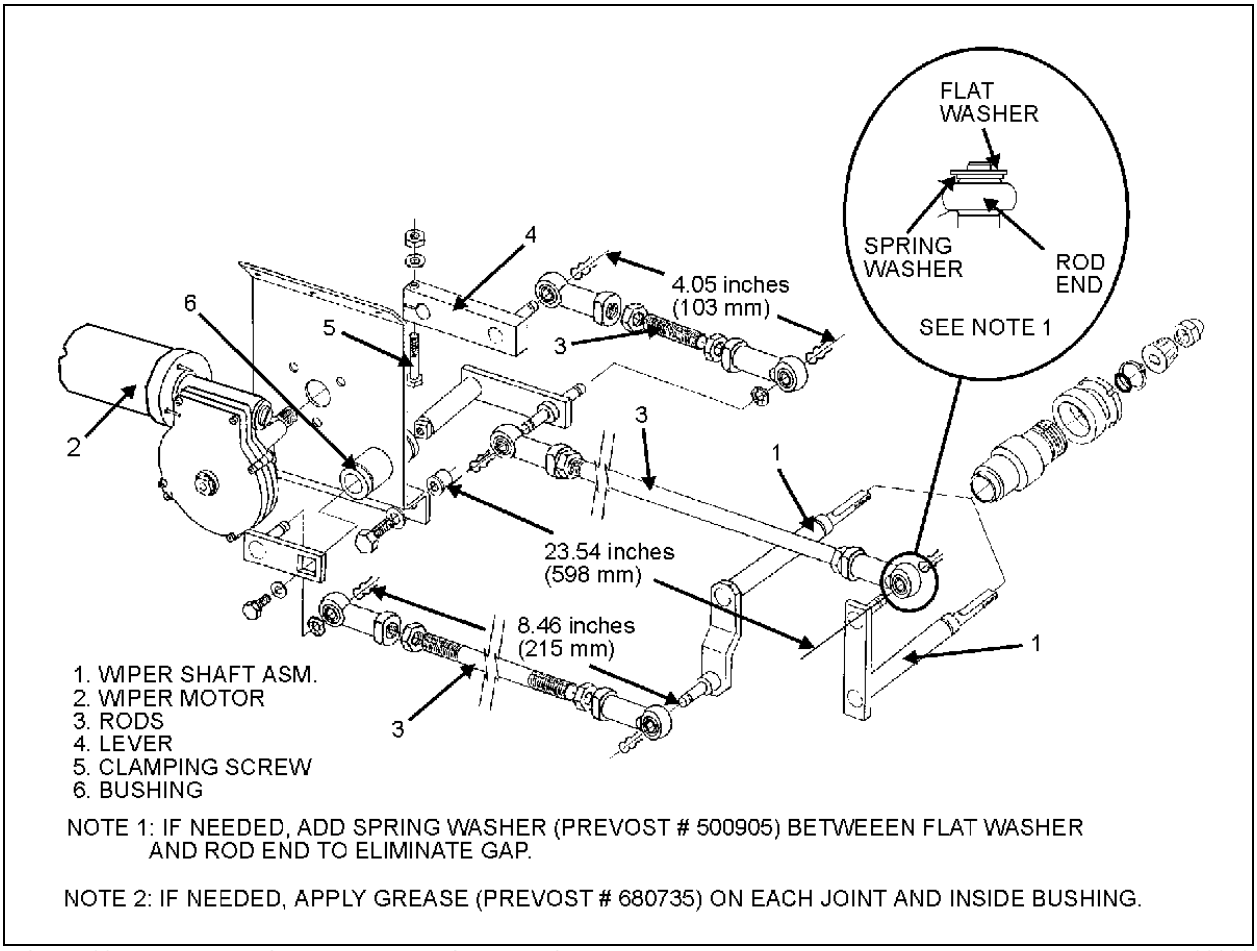

**FIGURE 39: UPPER WINDSHIELD WIPER INSTALLATION** **23089**
7. Loosen the bolt retaining the lever at the end of the motor driving shaft (Figure 39).